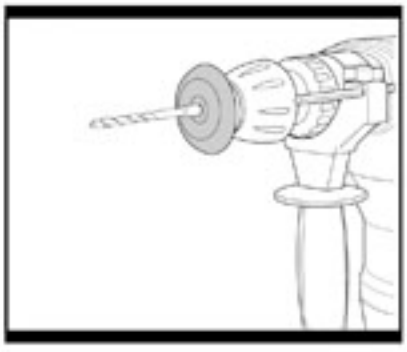

Fig. 9
10. CAPUCHON ANTI-POUSSIERES (Fig. 9)